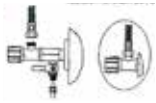

Abbildung A-2
2. Nachdem Sie das restliche Wasser in den Leitungen abgelassen haben, installieren Sie den Speisewasseradapter (Dreiwegeadapter) mithilfe eines Teflonbandes (Abbildung A-2)